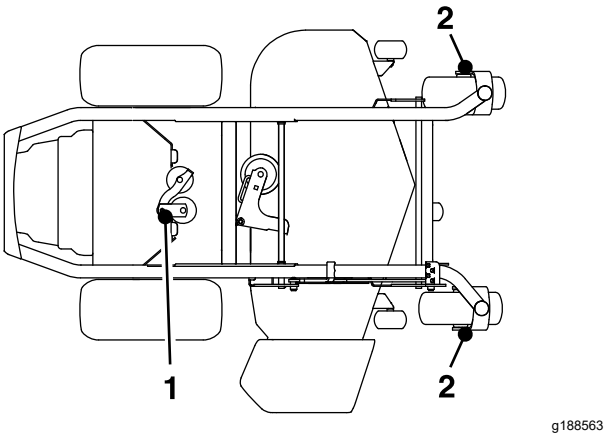

Figure 39
4. Injectez 1 à 2 jets de graisse dans le pivot de la poulie de tension de la pompe (Figure 39).
5. Graissez les axes des roues pivotantes avant (Figure 39).